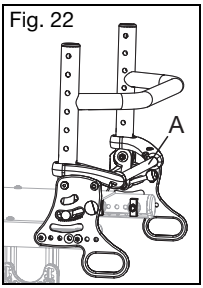

Fig. 22
ADVERTENCIA: No levante la silla de ruedas usando la barra de liberación (Fig. 22:A). Levantar la silla de ruedas usando la barra de liberación puede ocasionar fallas en las piezas, lo que puede provocar una caída y lesiones graves o la muerte.
1. Levante la barra de liberación posterior (Fig. 22:A), ubicada detrás del chasis del espaldar, para liberar el seguro y doblar hacia abajo hacia el chasis del asiento (Fig. 23). Para volver a engancharla en su lugar, tire de la barra de liberación hacia afuera y la parte posterior se soltará y podrá empujarla hacia la posición vertical. El espaldar se enganchará automáticamente en el chasis lateral.